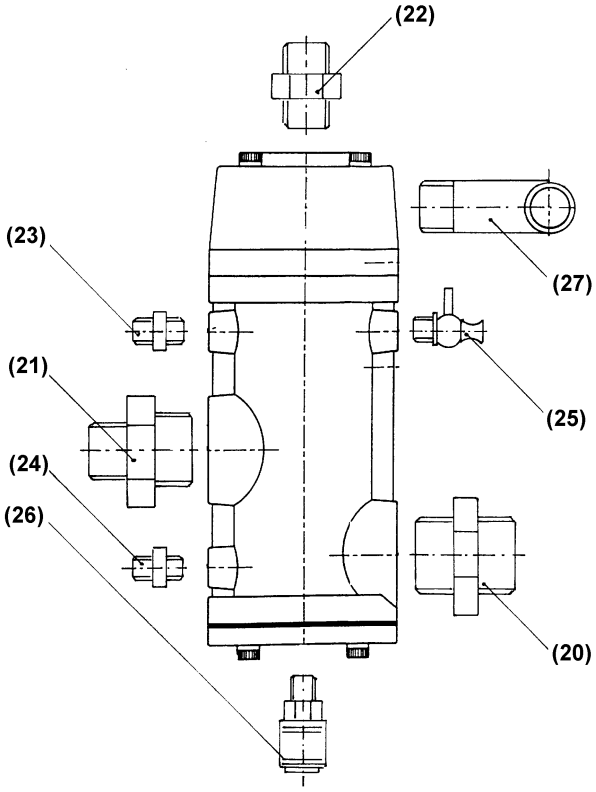
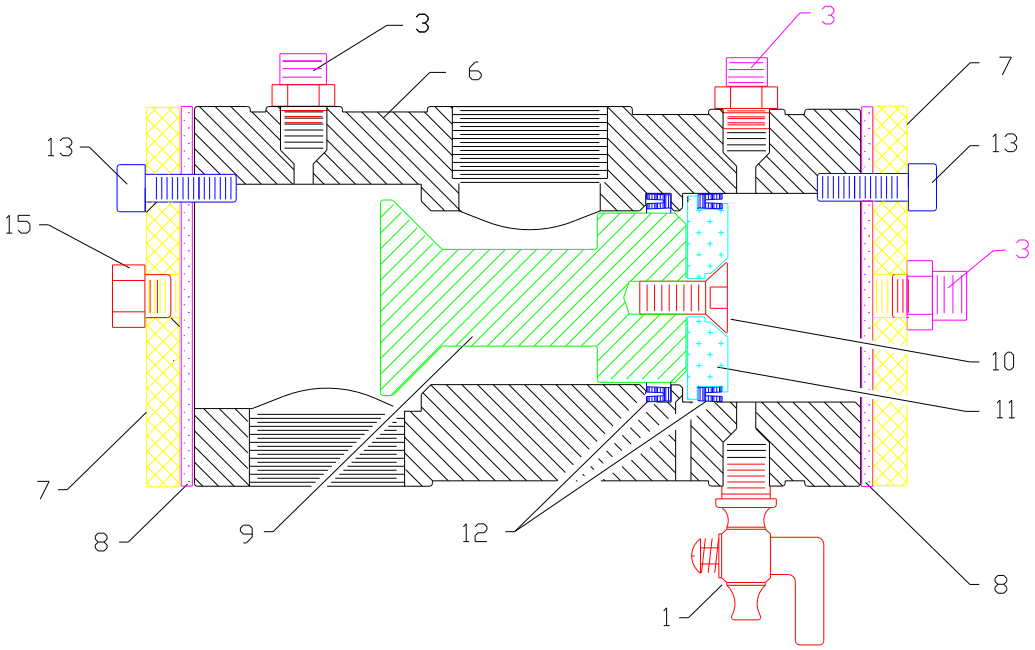
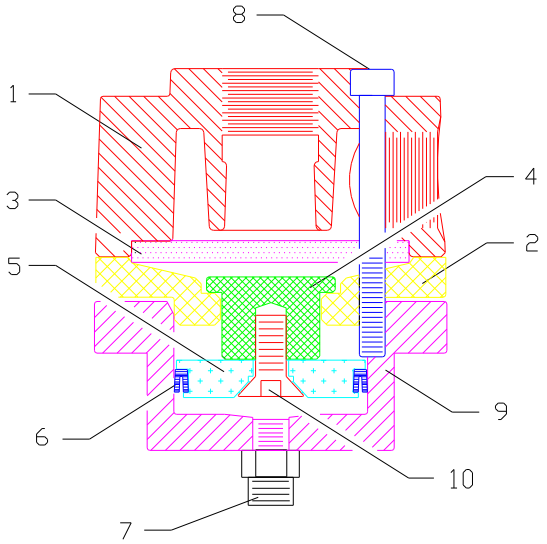

Figure 1 : RMS-2000 avec les raccords
Figure 3 : Pièces détachées du modèle RMS-1500
Figure 4 : Pièces détachées du modèle RMS-500
Après le raccordement de la cuve de sablage à l'alimentation en air comprimé, l'air comprimé est envoyé vers la poignée homme mort via le tuyau de commande à distance brun raccordé à l'ajutage (pos. 24, figure 1). Si l'opérateur appuie sur la poignée homme mort, l'air comprimé revient vers la vanne de commande à distance via le tuyau de commande à distance jaune (ajutage de la pos. 23, figure 1) et pousse le piston d'admission vers le bas (pos. 9, figure 3). L'air traverse alors la vanne et passe dans la cuve. Dans le même temps, le piston d'appui membrane (pos. 4, figure 4) est poussé contre la membrane (pos. 3, figure 4), ce qui ferme la ventilation. Le processus de sablage peut alors commencer.
Si l'opérateur relâche la poignée homme mort, le tuyau jaune se vide de l'air qu'il contient via la poignée homme mort et le piston d'admission (pos. 9, figure 3) est poussé vers le haut, ce qui interrompt l'alimentation en air comprimé. La membrane (pos. 3, figure 4) s'ouvre en raison de la pression persistante dans la cuve, laquelle se vide de l'air qu'elle contient.
L'usure de la membrane (pos. 3, figure 4) de la vanne d'échappement doit être vérifiée **tous les six mois** ou après **300 heures de fonctionnement**. Il faut pour cela démonter la vanne d'échappement.